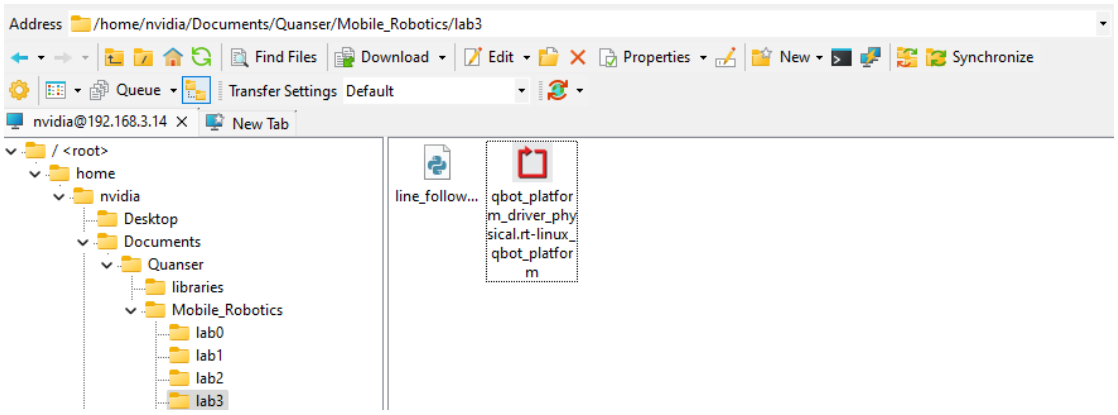

Figure 1. Correct directory for python script
a. navigate to "~*Documents**Quanser**Mobile_Robotics*" and create a new folder "*Lab3*", as shown in Figure 1. Then copy the updated line_following.py to "*Lab3*". In addition, copy the qbot_platform_driver_physical.rt-linux_qbot_platform over. (You can just drag the files over).